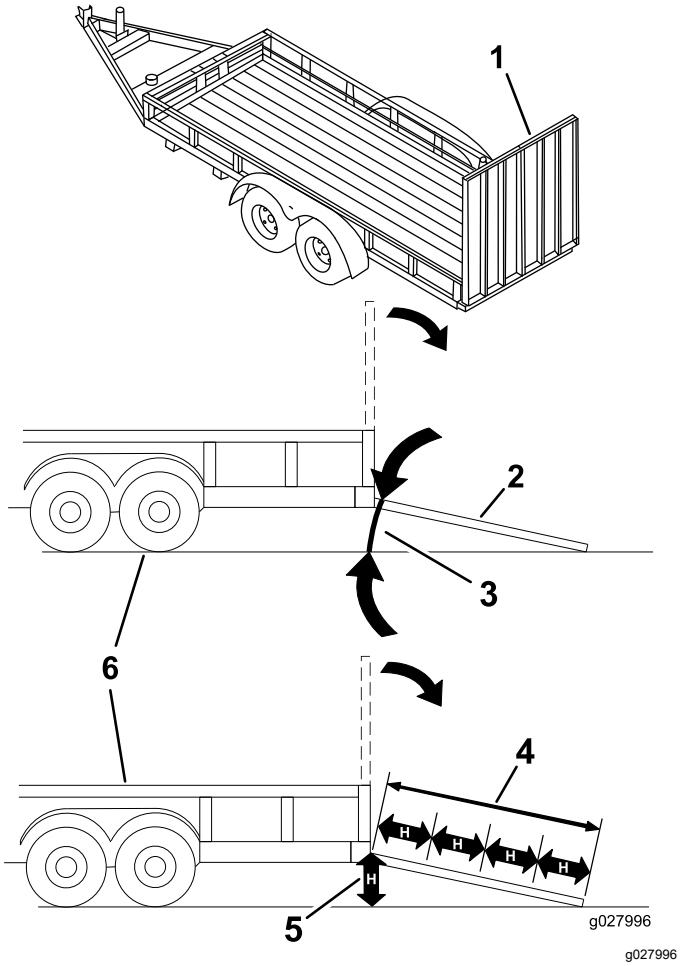

Figur 34
**Pålæsning af en maskine på en anhænger eller lastbil øger risikoen for at vippe og kan forårsage alvorlig personskade eller død (Figur 34).**
3. Sænk rampen, og sørg for, at vinklen mellem rampen og jorden ikke overstiger 15 grader (Figur 34).
1. Sænk rampen, og sørg for, at vinklen mellem rampen og jorden ikke overstiger 15 grader (Figur 34).